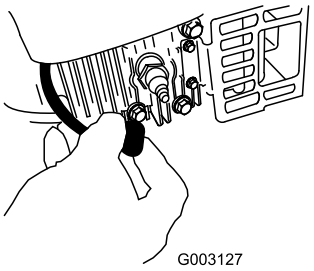

Figur 33
2. Koble fra tennpluggledningen fra tennpluggen (Figur 33) før du utfører vedlikeholdsprosedyrer .